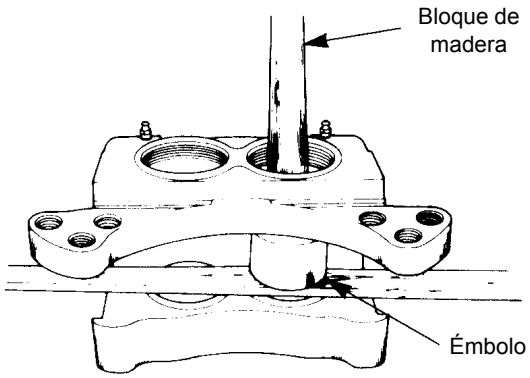

FIGURA 8-17
8. Retire los émbolos del lado de la caja con la placa de montaje. Empuje los extremos de los émbolos para forzarlos fuera por el lado del disco de la caja (Figura 8-17).